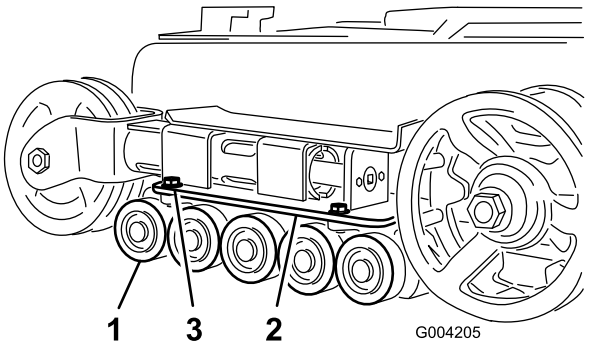

**Figure 48**
2. Remove the 4 bolts securing each lower track guide which contains the road wheels, and remove them (Figure 48).